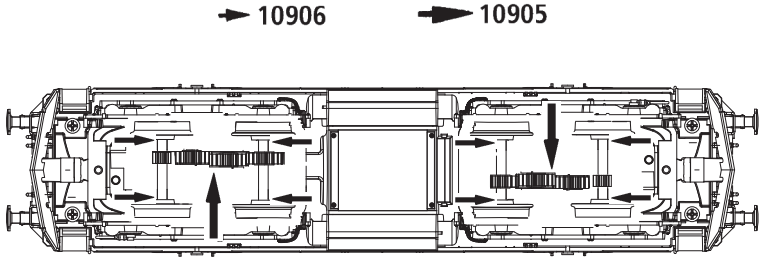

Fig. 6
1. Reinigung der Radstromkontakte: Radstromkontakte können auf unsauberen Schienen leicht verschmutzen. Entfernen Sie **vorsichtig** mit einem kleinen Pinsel **den Schmutz** an den in Fig. 6 gekennzeichneten Stellen.
1. Cleaning of wheel contacts: Wheel contacts easily get dirty on tracks which are not entirely clean. Use a small brush to **remove dirt** from spots marked in fig. 6.
1. Nettoyage des lames de courant aux roues: Les lames de contacts risquent de s'encrasser rapidement sur des voies poussiéreuses. Veuillez **enlever la poussière** aux endroits marqués à la fig. 6 à l'aide d'un petit pinceau souple.